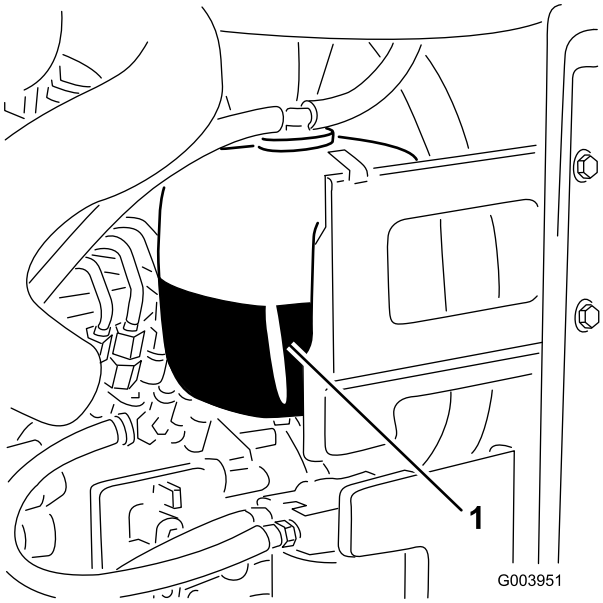

Figur 29
1. Kontrollera kylvätskenivån i expansionstanken (Figur 29).